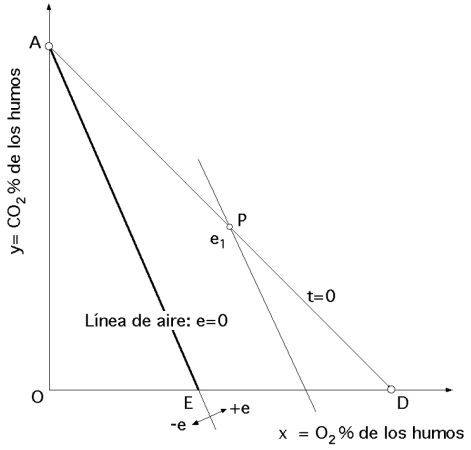

Fig XVI.5.- Rectas de igual exceso o defecto de aire e = constante
El punto fijo $\begin{cases} x = 100 \\ y = 200 \end{cases}$ está lo suficientemente lejos de la zona de utilización del diagrama, que se puede admitir, con gran aproximación, que en dicha zona las rectas de exceso o defecto de aire constante son paralelas, Fig XVI.5, lo que permite un trazado rápido de las rectas de igual exceso o defecto de aire, pues basta con tomar el punto P de exceso de aire dado e_1 sobre la recta (AD), y por él trazar una paralela a la recta (AE) de exceso, $e = 0$.